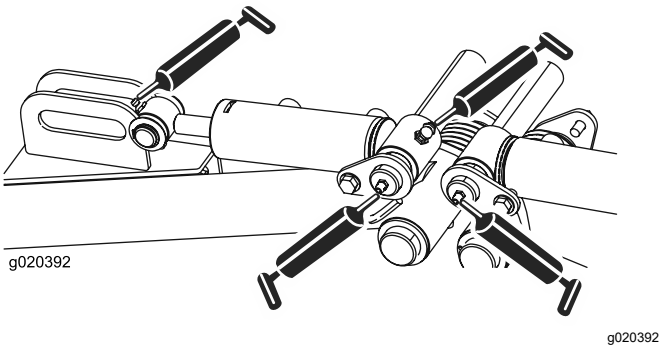

**Figur 47**
- Bakre løftearmstapper og løftesylindre (3 hver). Se Figur 47.